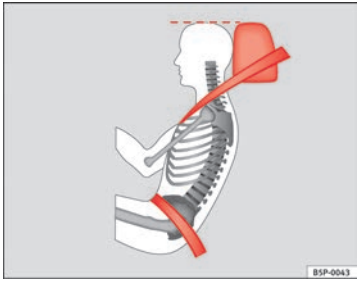

Fig. 14 Cintura di sicurezza e poggiatesta (visti di lato) posizionati correttamente
- **Il tratto addominale del nastro deve passare sul bacino e non sull'addome. La cintura di sicurezza deve aderire bene al bacino ⇒ fig. 14. Se necessario si deve tendere un po' la cintura tirandola con la mano.**